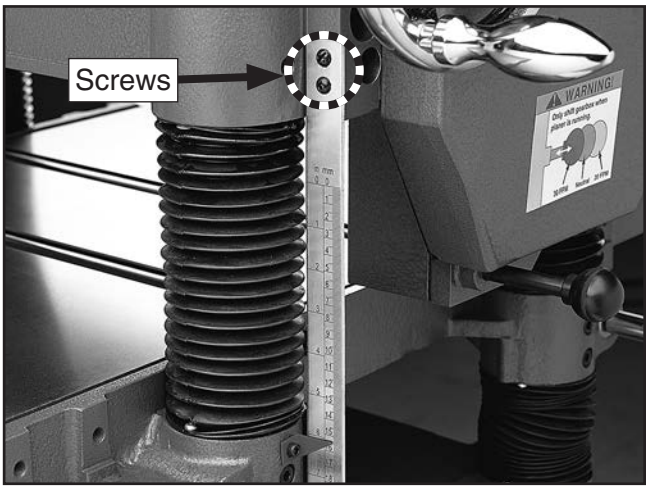

Figure 60. Location of adjustment screws for table height scale.
3. If there is a discrepancy between board thickness and reading on table height scale, loosen the screws shown in **Figure 60**, adjust scale as necessary to match measurement, then re-tighten screws.